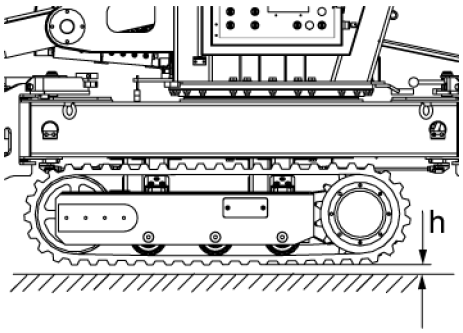

Fig. 65: Unload the crawler chassis
3. *Lift the machine up using the outriggers until the crawler chassis is unloaded (*Fig. 65*/h = max. 20 mm) (↳ Chapter 6.5 'Putting the machine in work position' on page 72).*